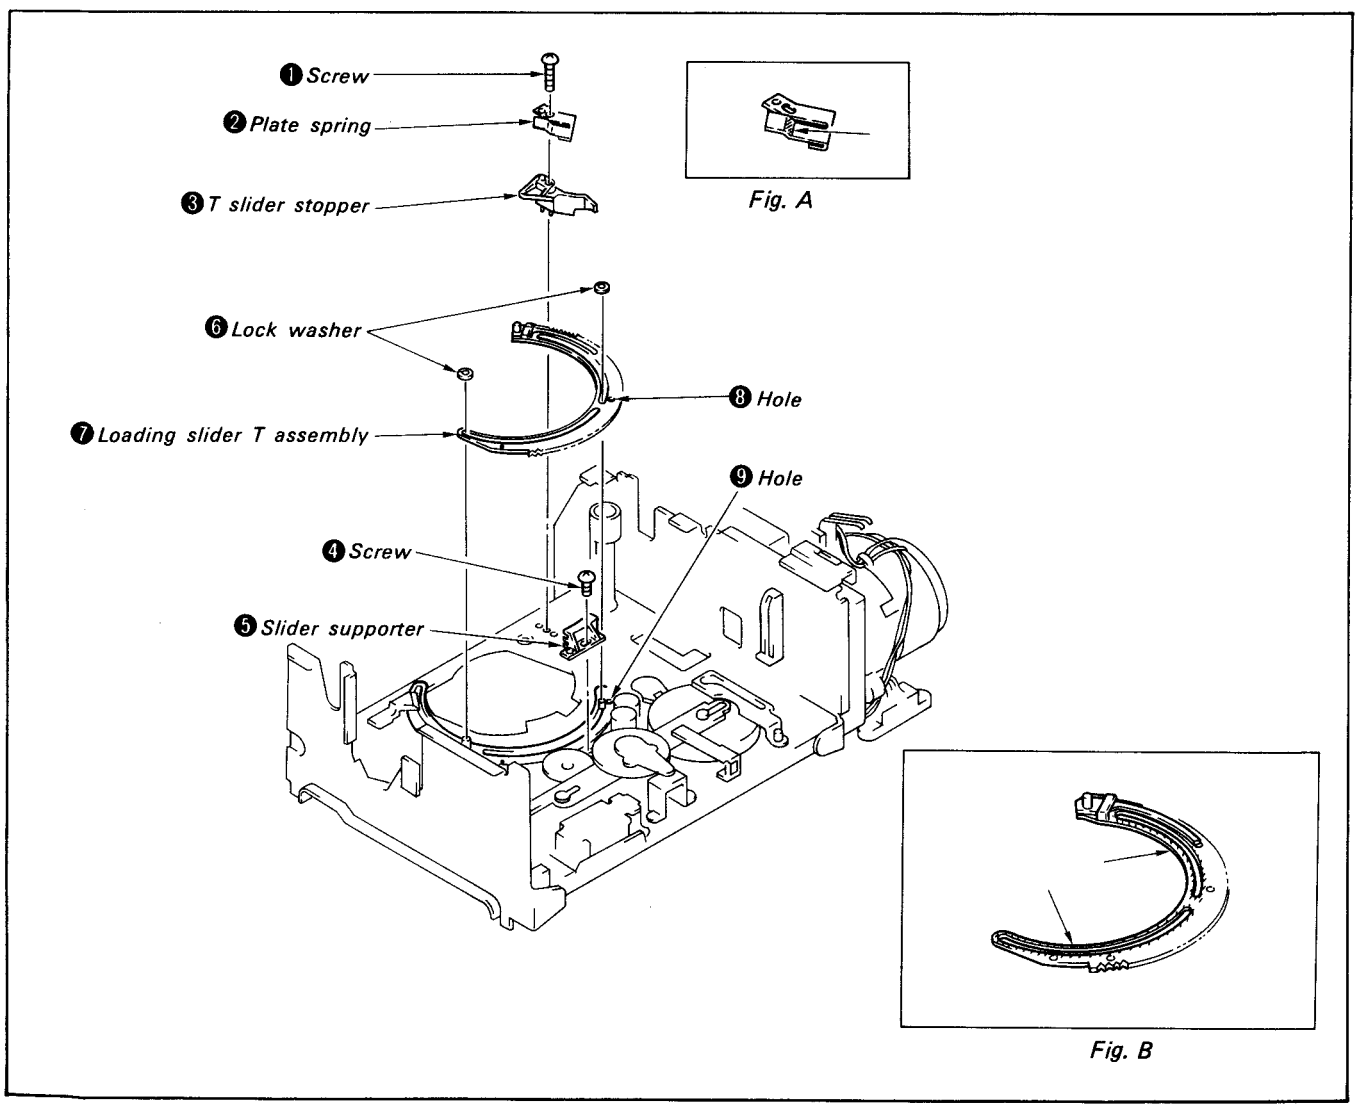

Fig. 2-28
5) Remove screw ❶ , and remove plate spring ❷ and T slider stopper ❸ .
6) Remove screw ❹ and remove slider supporter ❺ .
7) Remove 2 lock washers ❻ and remove loading slider T assembly ❼ . (See Fig. 2-28)